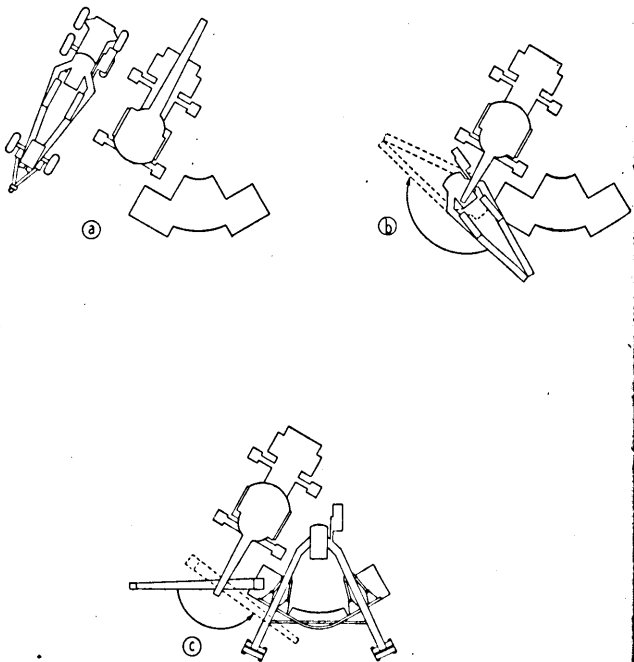

Figure 31. Special methods of emplacement (second method).
(2) *Second method. (a)* Place the crane and carriage transport wagon as shown in (a), figure 31. Remove the spades.
boom and rotate the carriage 180° with the guide ropes, moving the short end (of the load) under the boom over the rear of the crane truck. Raise the boom and swing the carriage into the required position. (See (b), fig. 31.)
(c) Back the cannon transport wagon into position where the tube can be emplaced upon the carriage by following the procedure in *(b)* above. Remove the cannon transport wagon. (See (c), fig. 31.)